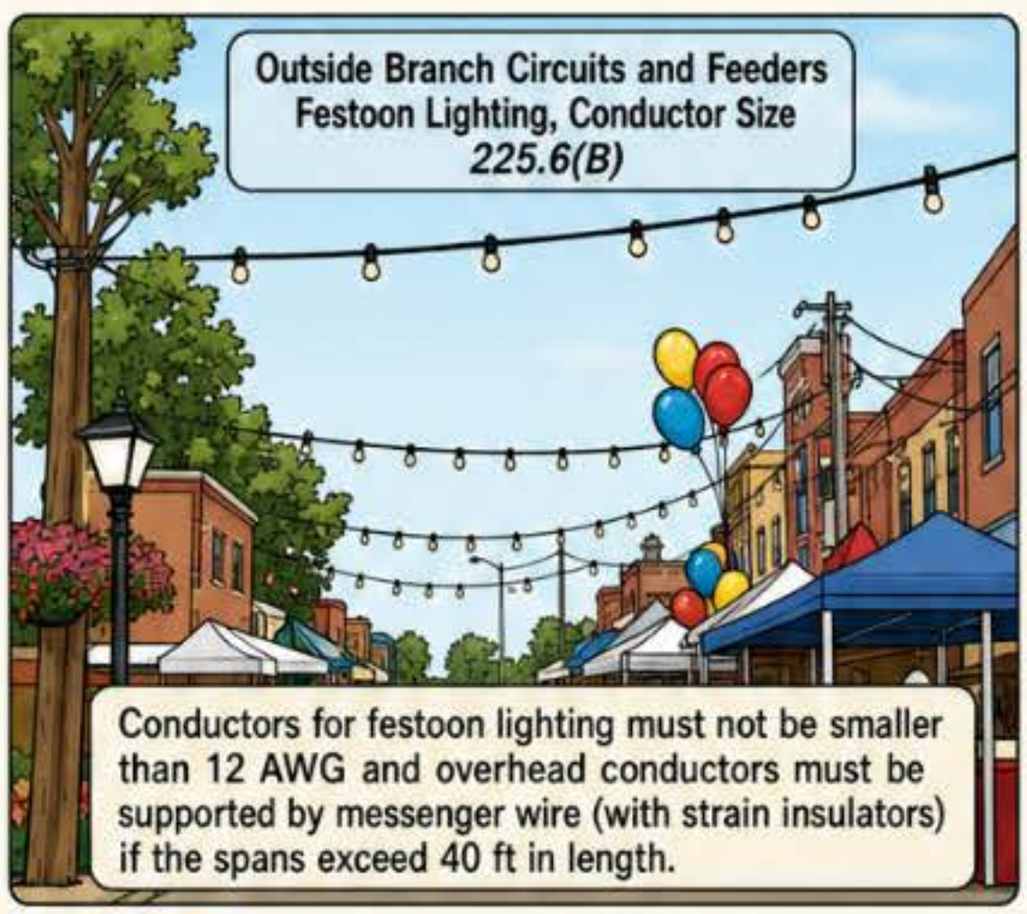

Figure 225-3
(B) Festoon Lighting. Overhead conductors used for festoon lighting must not be smaller than 12 AWG and must be supported by messenger wire (with strain insulators) whenever the spans go beyond 40 ft in length. ▶ Figure 225-3